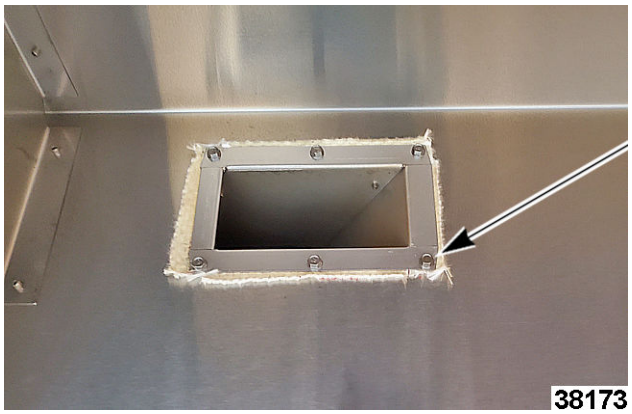

Fig. 98
2. Connect exhaust duct to back wall from inside hood using 6 drill tip screws (Fig. 98).